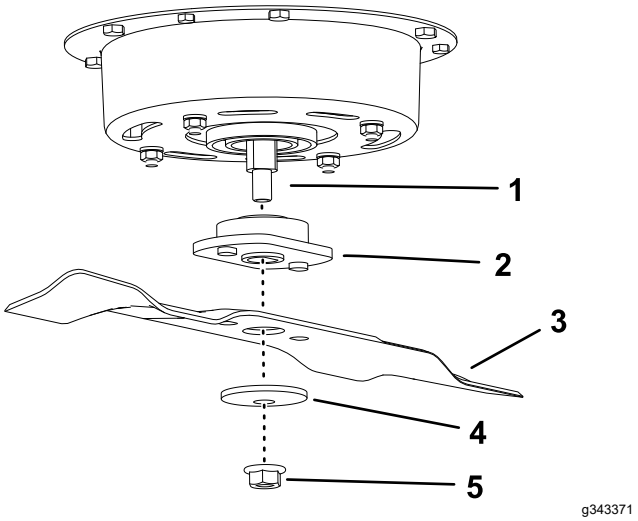

Figur 36
1. Monter kniven og adapteren på spindelakselen (Figur 36).